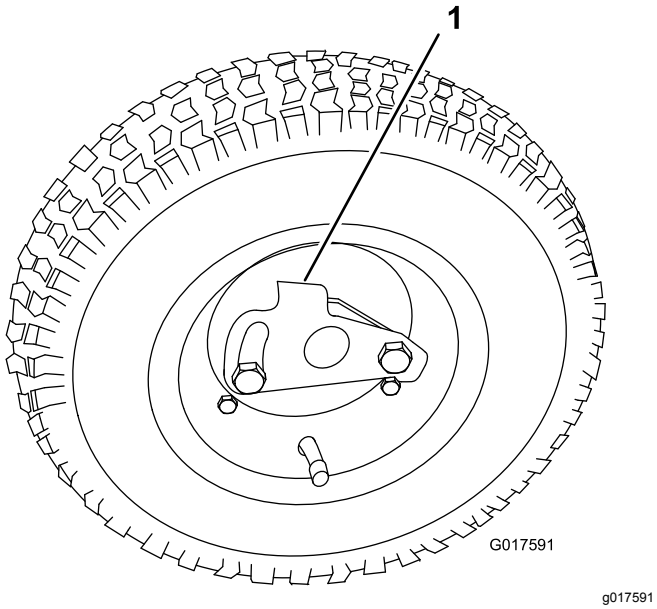

Figur 10
3. Vri hjulets låseklemme bort fra midten på hjulet, slik at det kan komme lenger inn på akselen (Figur 10).